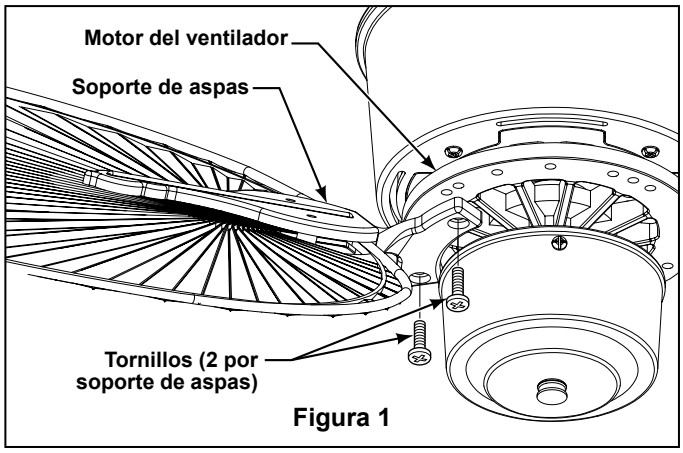

Figura 1
3. Asegúrese de que los tornillos que aseguran los soportes de aspas al motor del ventilador estén bien ajustados y que los soportes de aspas estén correctamente colocados en el motor del ventilador (Figura 1).